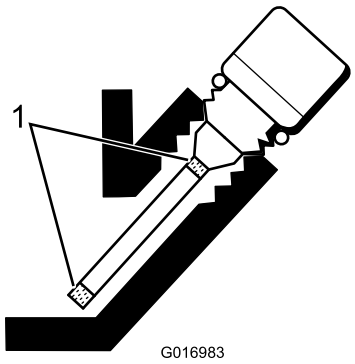

Figura 27
5. Se o nível estiver baixo, adicione apenas o óleo suficiente para aumentar o nível até se encontrar entre as marcas no medidor (Figura 27). **Não encha demasiado.**